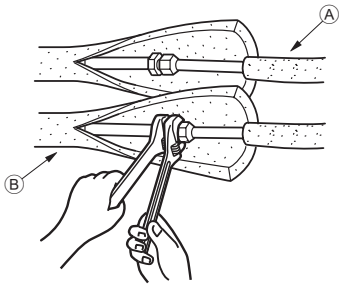

Fig. 4-4
4.5. Trabalho de instalação da tubagem de refrigerante (Fig. 4-4)